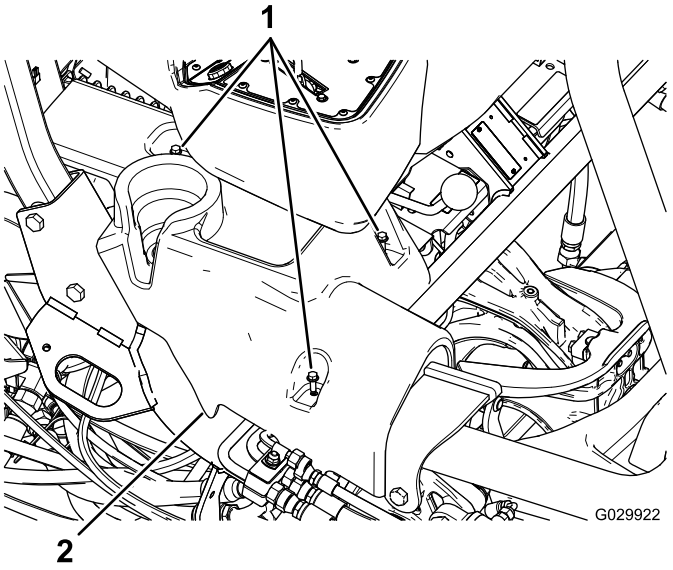

Рисунок 1
4. Выверните болты с фланцевыми головками, которые крепят левую и правую панели, и снимите панели (Рисунок 1).